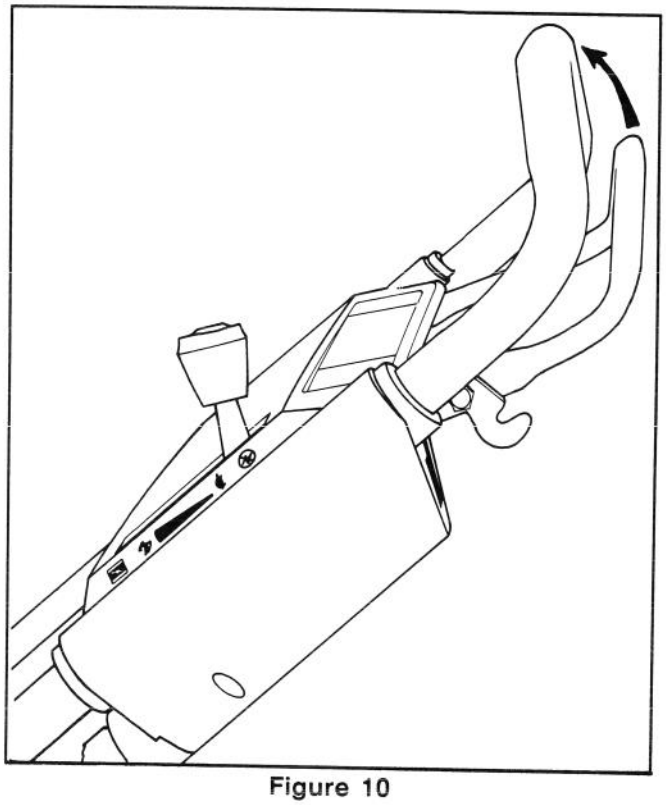

Figure 10
4. WHEEL TRACTION OPERATION (self-propelled model) (Fig. 10)—To self-propel the mower, squeeze the control bar against the handle. To stop the self-propel drive, release the control bar.